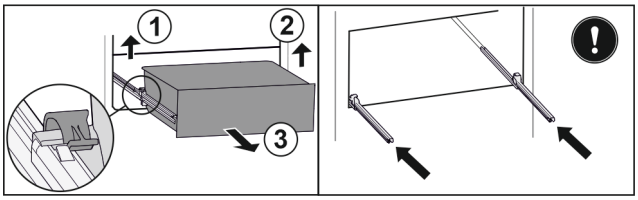

Fig. 114
- ▶ Nosta vasenta pidikettä ja vedä samalla vetolaatikkoa vasemmalta eteenpäin. *Fig. 114 (1)*
▶ Nosta oikeanpuolista pidikettä ja vedä samalla vetolaatikkoa oikealta eteenpäin. *Fig. 114 (2)*
▶ Poista vetolaatikko vetämällä sitä eteenpäin. *Fig. 114 (3)*